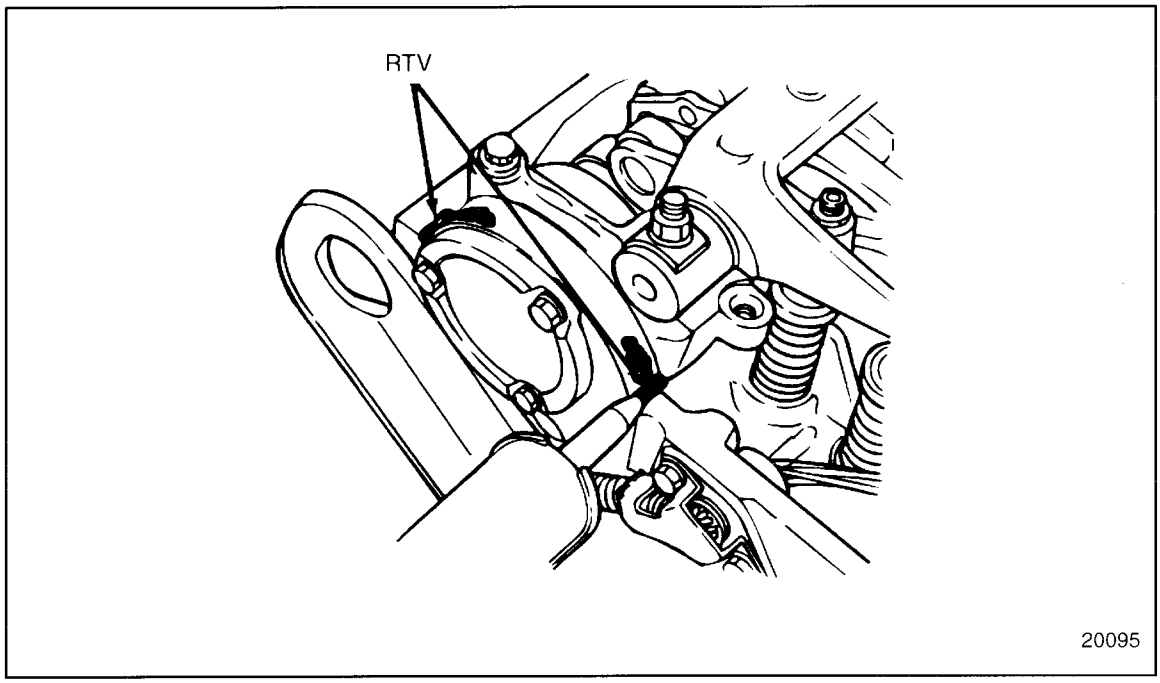

Figure 1-112 RTV Installation
5. Apply a small 4.75 mm (3/16 in.) fillet of RTV in the corners formed by the rear camshaft cap and the head, where the cover seal contacts. Repeat this procedure for the corners formed by the front camshaft cap and the head. See Figure 1-112.